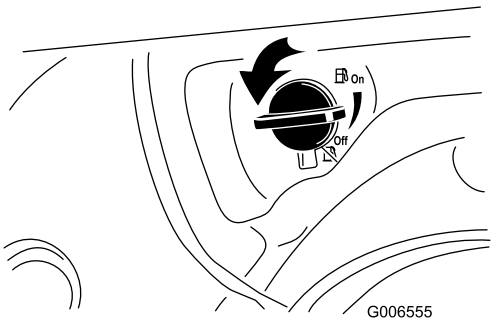

Figur 18
2. Drej brændstofafbryderventilen en kvart omgang mod uret for at åbne den (Figur 18).